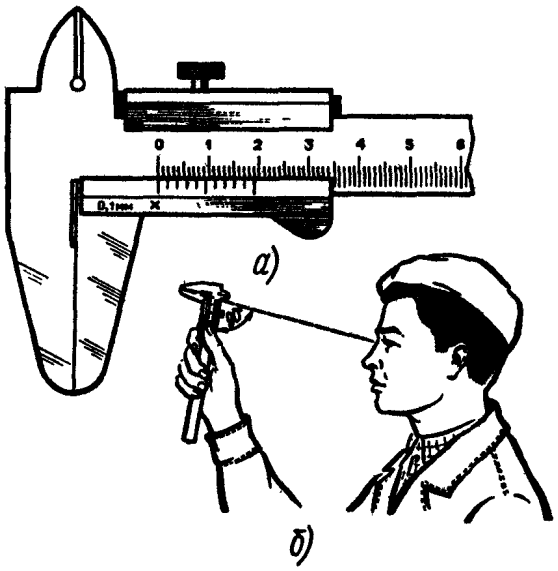

Рис. 3. Проверка нулевого положения штангенциркуля
b) размер просвета между измерительными поверхностями сведенных убог штангенциркуля оценивают при дневном освещении «на глаз» (рис. 3, *б*). При отсутствии просвета между губками для наружных измерений или при
небольшом просвете (не более 6 мм) должны совпадать нулевые штрихи нониуса с начальным штрихом основной шкалы (рис. 3, *а*);